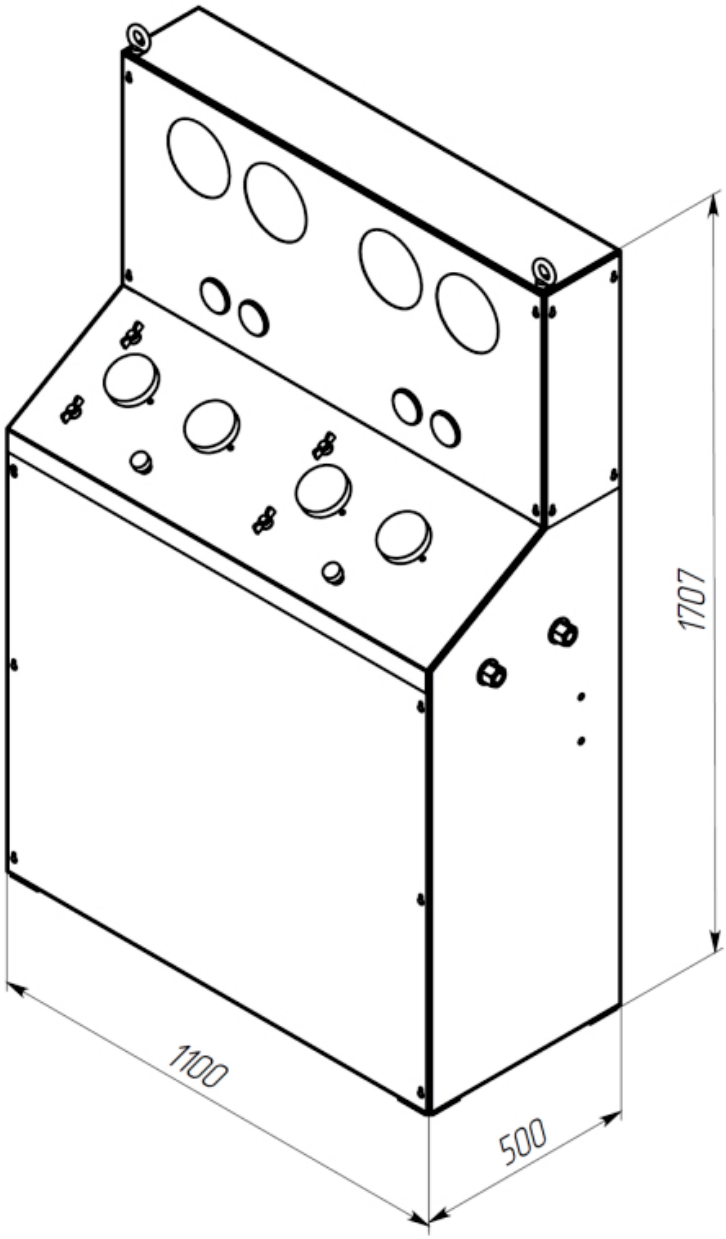
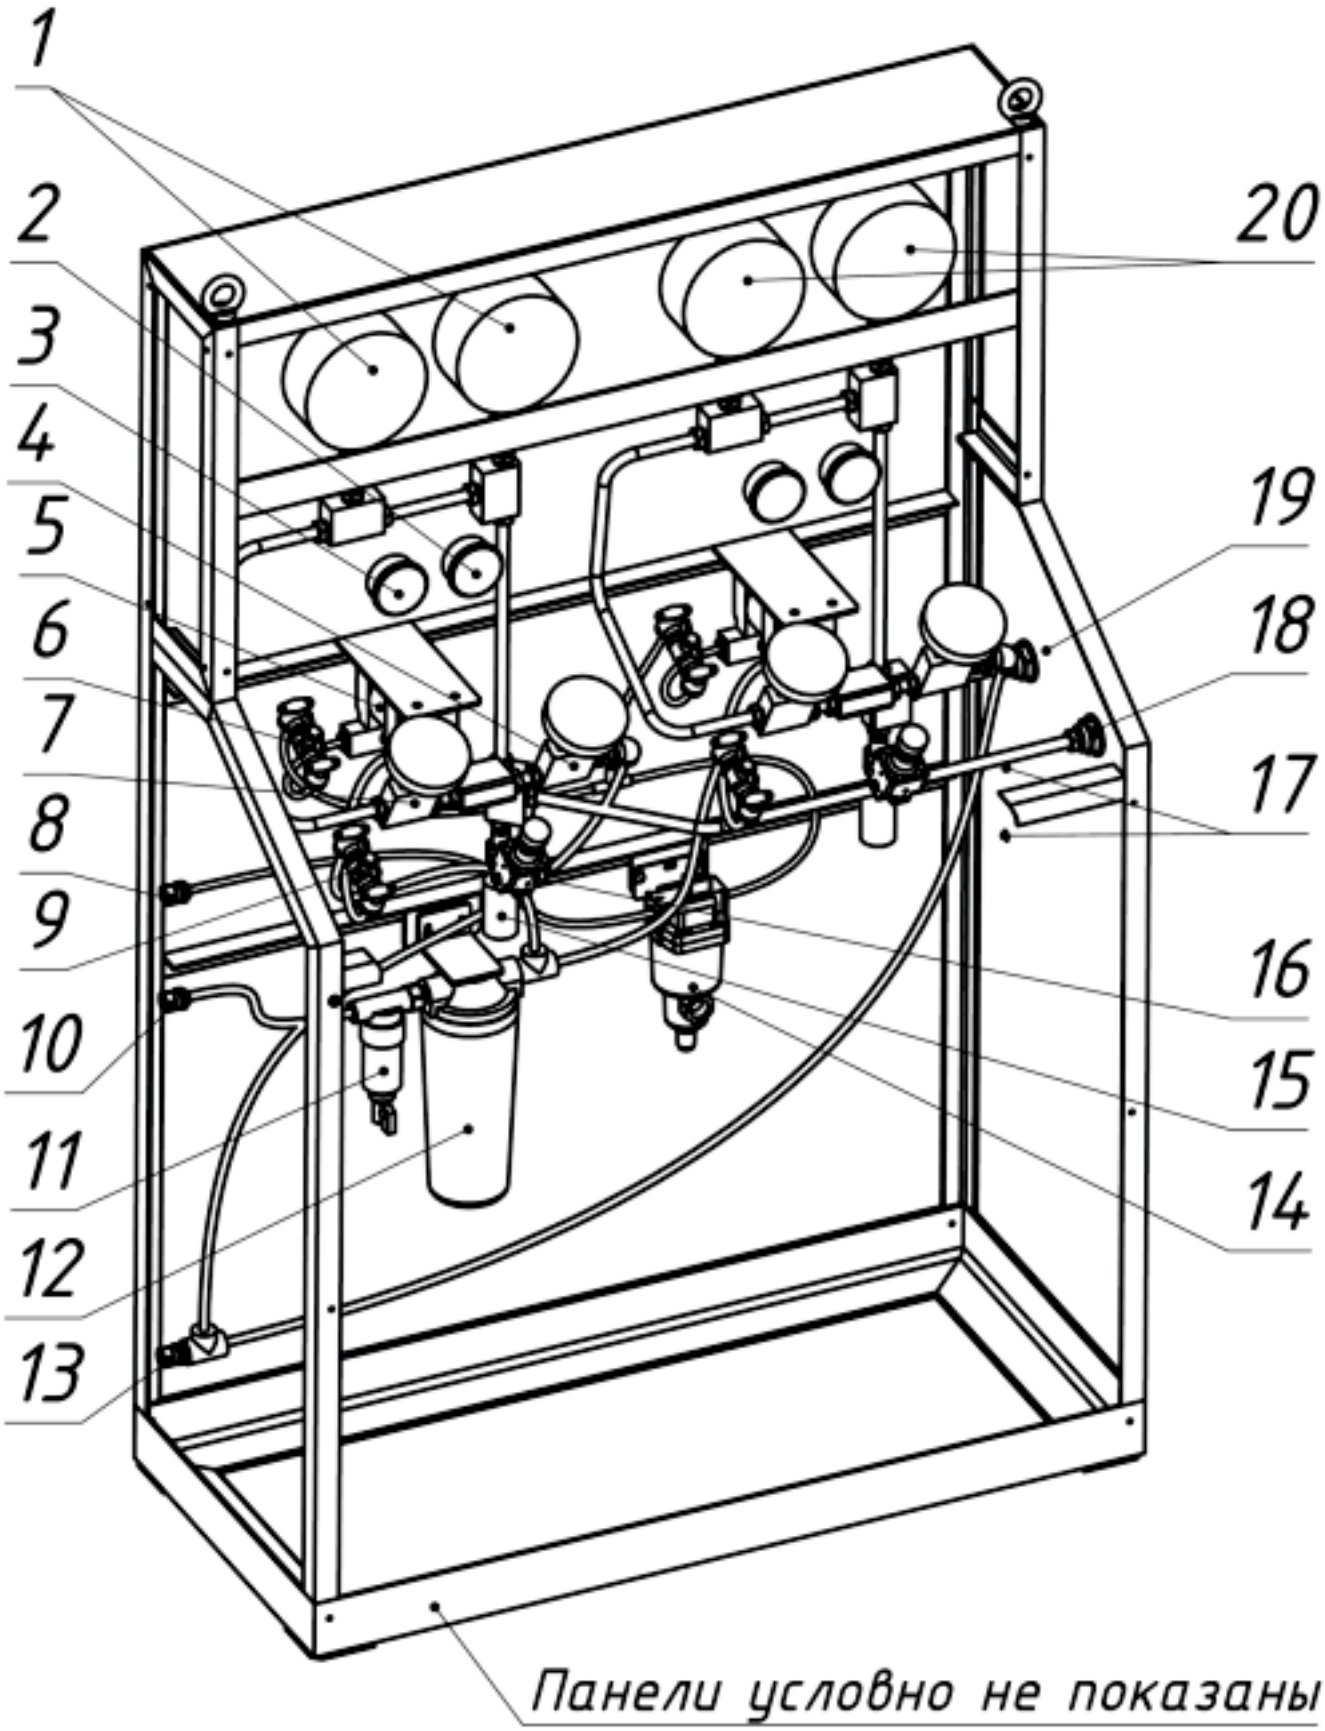
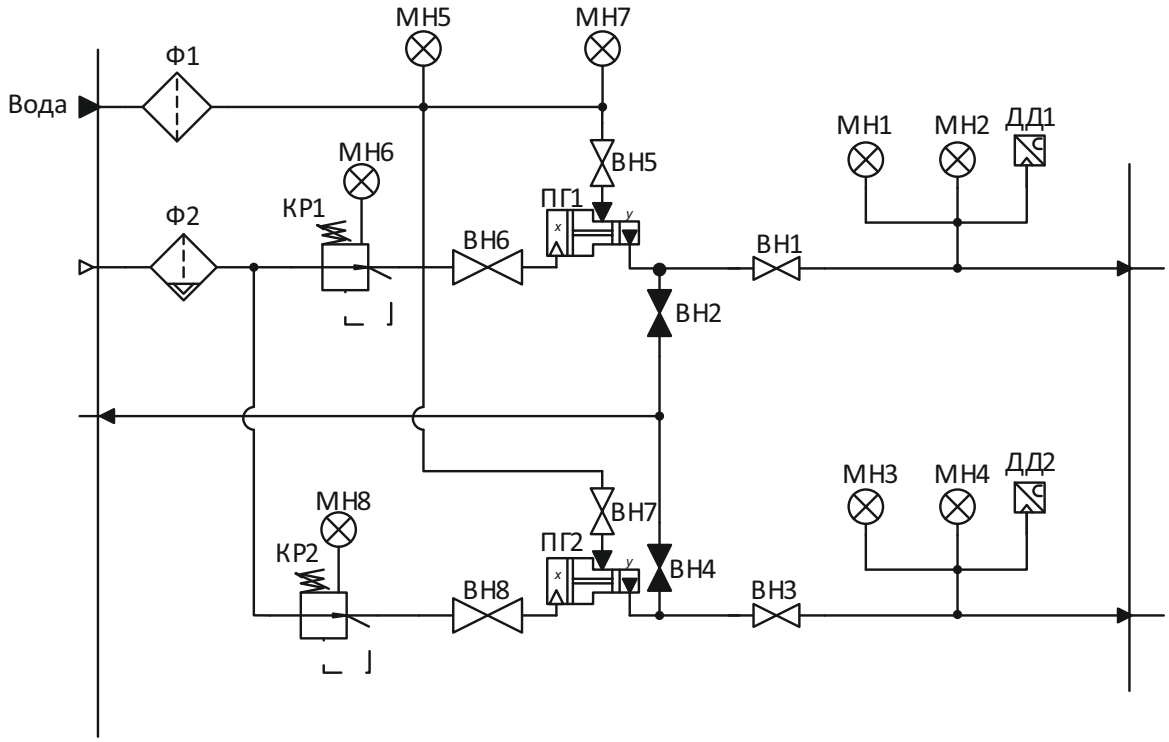

Рис. 1. Внешний вид ГСИ-2.800.1200.Р
Рис. 2. Устройство ГСИ - 2.800.1200.Р.
Рис. 3. Схема гидравлическая принципиальная.
5.1. Внешний вид ГСИ представлен на Рис. 1. Устройство представлено на Рис. 2. (см. Приложение №1). Схема гидравлическая принципиальная представлена на Рис. 3. (см. Приложение №2)